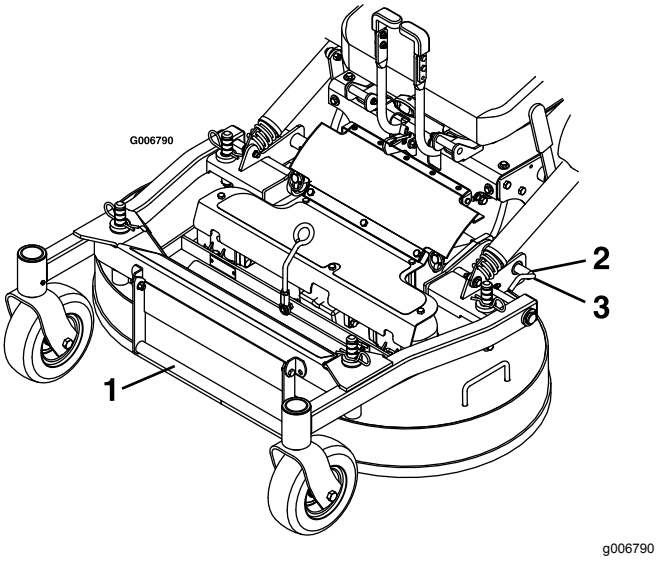

Figura 11
5. Liberte os pinos de bloqueio da plataforma do cortador em cada lado (Figura 11).
4. Empurre os pinos de bloqueio da plataforma para dentro e rode-os para a frente para bloquear seguramente a plataforma do cortador na posição descida (Figura 11).